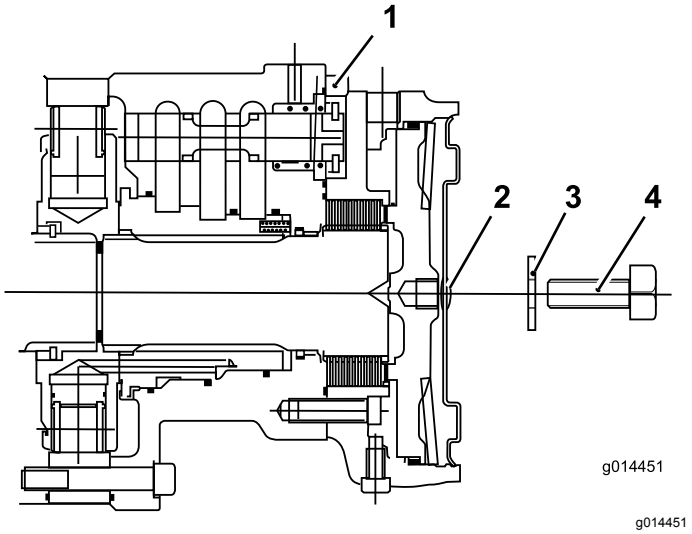

**Figuur 47**
C. Plaats de zeskantige plug in de zijkant van de motor (Figuur 47).